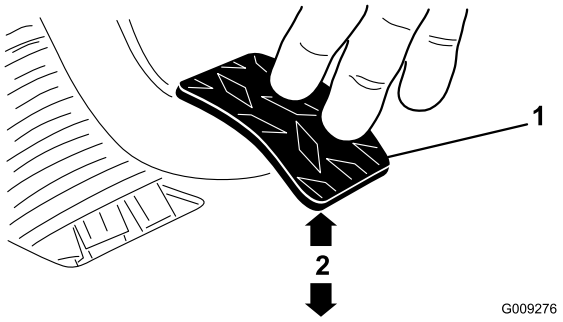

Figur 71
3. Juster kontramøtrikkerne eller kugleleddet, indtil bagsiden af koblingspedalens bagkant er 9,5 cm + 3 mm fra toppen af gulvpladens diamantmønster, når der trykkes på pedalen med en kraft på 1,8 kg (Figur 71).